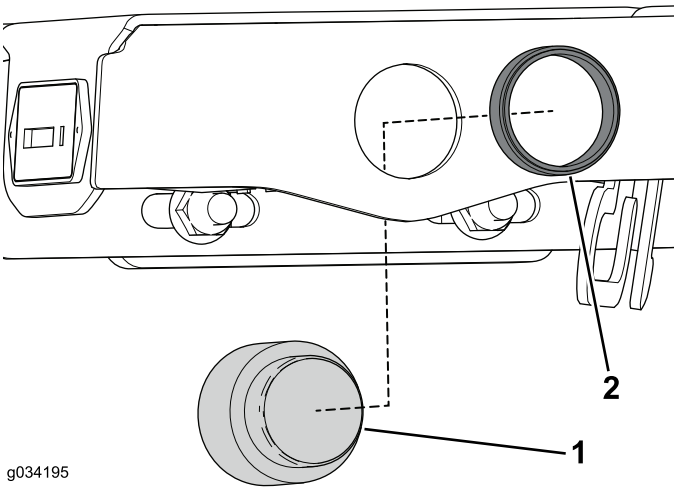

**Figura 27**
2. Utilize o anel de retenção para fixar o alarme áudio ao conjunto da consola (Figura 27).